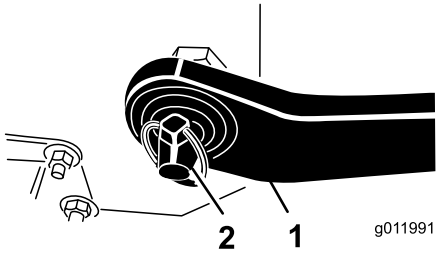

**Figuur 3**
4. Breng de linker en rechter onderste verbindingsarm aan op de koppelpennen (Figuur 3).
5. Bevestig de onderste verbindingsarmen met de borgpennen aan de koppelpennen (Figuur 3).